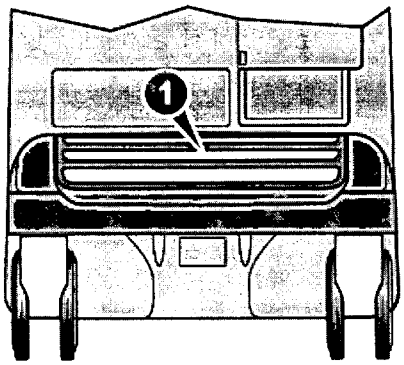

Figura 14-1. La ubicación del filtro de aire
1. Sujete el filtro por la cubierta y extráigalo de la unidad (consulte la Figura 14-1).